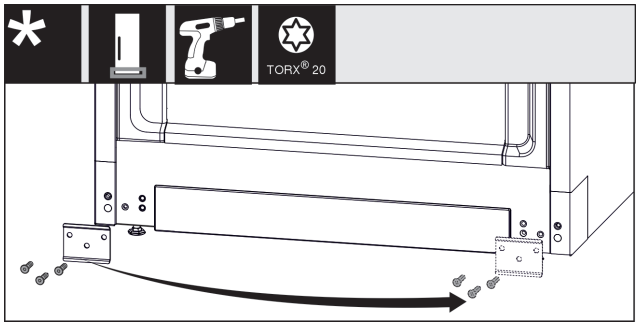

Fig. 13
▶ Unscrew the metal plate, move it to the other side and screw it on again. *Fig. 13 (1)*